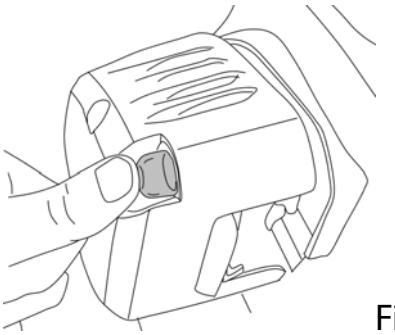

Fig.7
1. Pressez plusieurs fois la poire d'amorçage jusqu'à ce que le carburant afflue dans la poire. (fig.7)